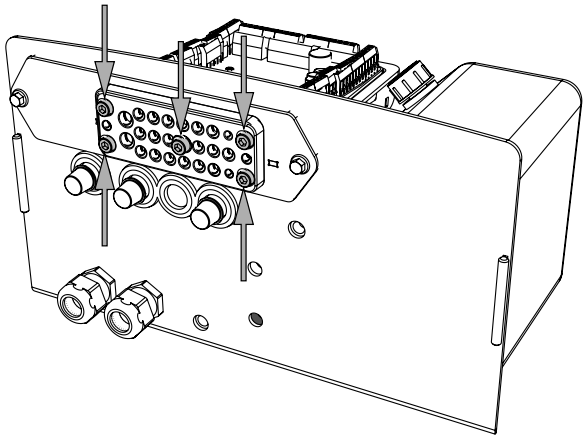

*Figura 74. Los cinco tornillos del pasacables*
1. Afloje los cinco tornillos del pasacables, véase Figura 74. A continuación, ya será posible montar, desmontar y ajustar los cables en el pasacables. Al realizar el montaje de un cable, este debe hacerse junto con el cableado existente utilizando una brida para cables.
1. Cuando todos los cables se hallen en el lugar adecuado del pasacables, apriete los cinco tornillos, véase Figura 74.